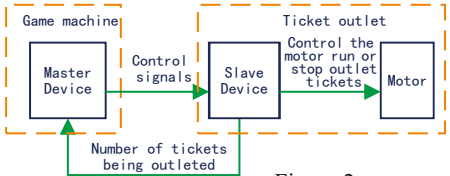
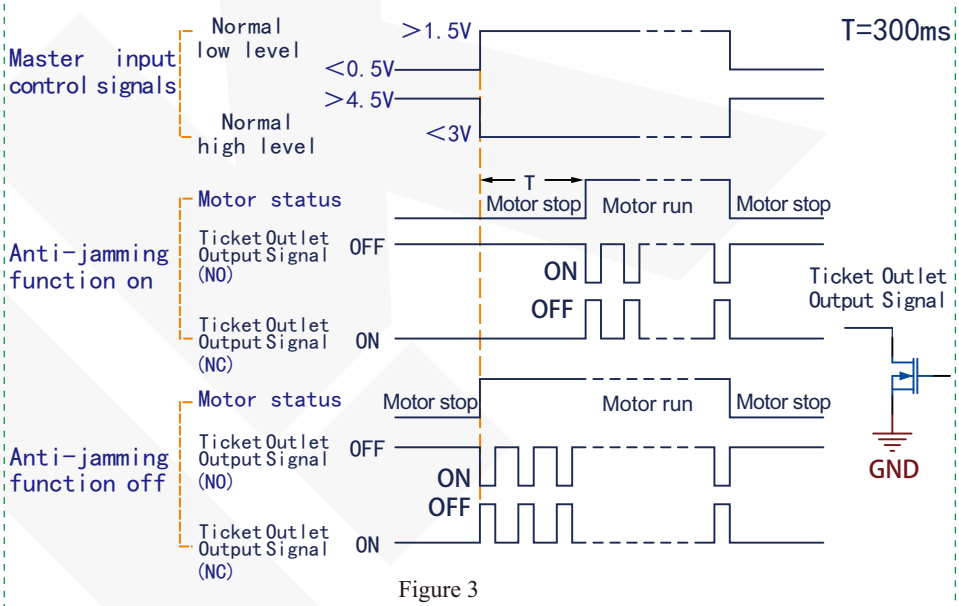

Figure 2
Figure 3
3.The relationship of the Master inputing control signal, the Slave outputing signal, and motor status is shown in Figure 3. The workflow is shown in Figure 2.